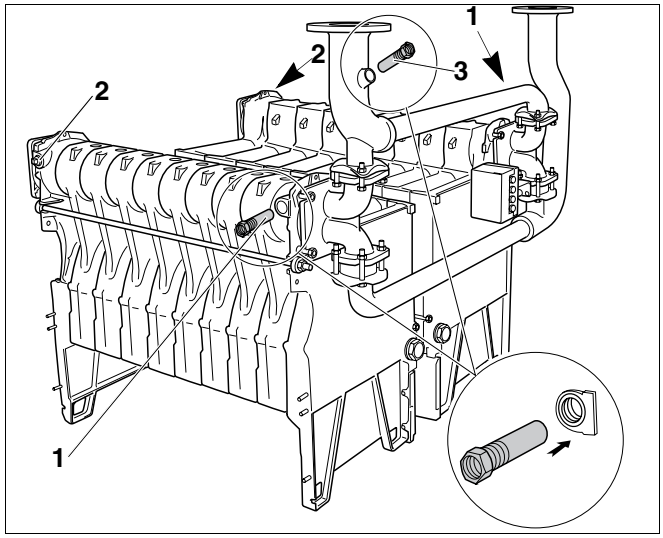

Рис. 32 Установка гильз для датчиков и заглушек
- На внешней стороне правого и левого котловых блоков установить гильзы для датчиков (рис. 32, **поз. 1**) и заглушки ¾" (рис. 32, **поз. 2**).
- Установить третью гильзу (рис. 32, **поз. 3**, см. монтажный материал) в трубу подающей линии.